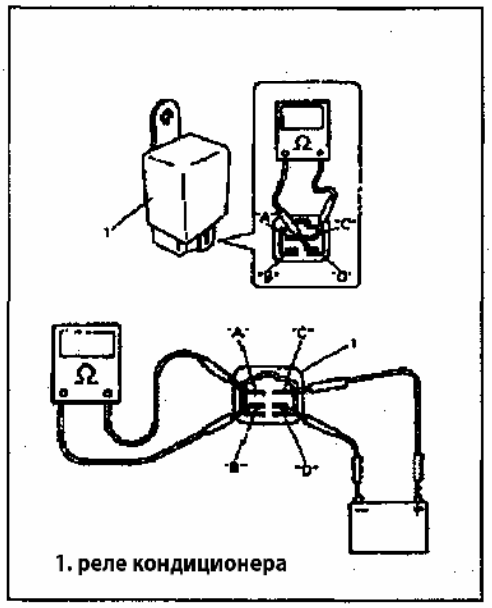

Рис. 770
**Расширительный клапан используется для реле кондиционера (Рис. 770).**